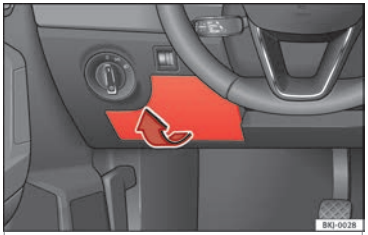

Fig. 70 On the driver-side dash panel: fuse box cover.
- Opening: remove the fuse box cover in the direction indicated ››› **Fig. 70**.